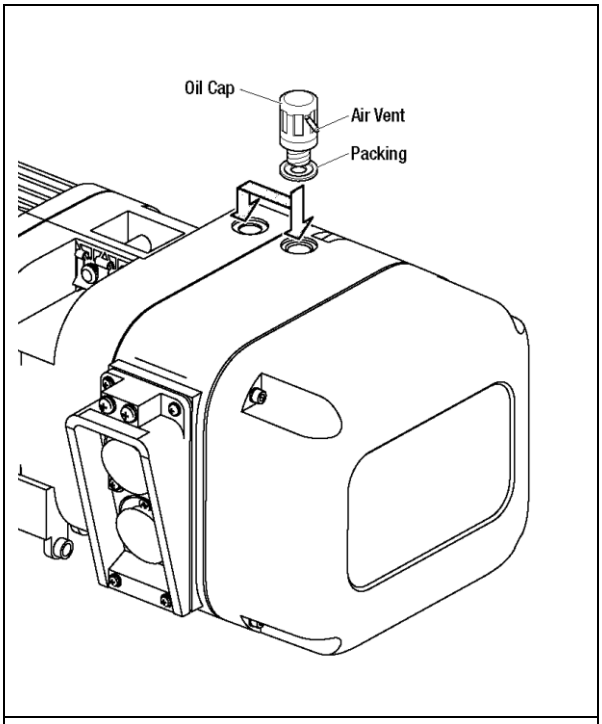

Figure 3-1 Vented Oil Cap Installation
3.1.3 All ER2, mechanical load brake equipped hoists, are shipped with a separate air vented oil cap. This vented oil cap must be installed prior to use. To install, remove an existing oil plug and replace with the vented oil cap (refer to Figure 3-1).
3.1.4 There are two oil fill holes located in the top of the gear case on the ER2 hoist. For ER2 coupled to MR2 trolley, there are some flange widths that make it necessary to relocate the oil cap assembly to the other oil fill hole. This will prevent interference with trolley side plate. Refer to Figure 3-1.